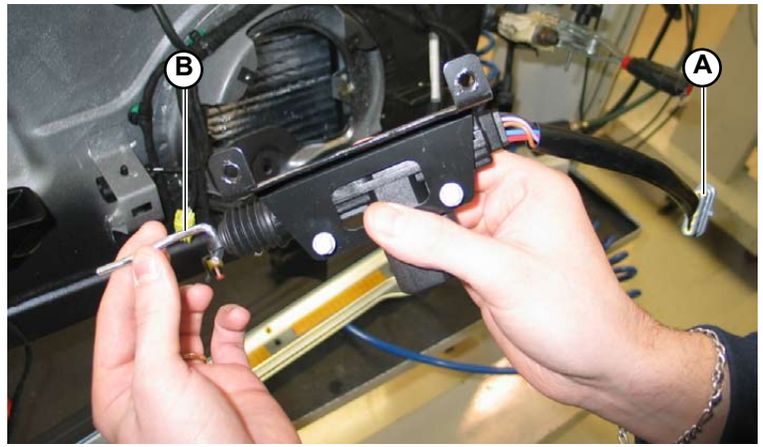

Fig.5
1. Disconnect the actuator connection (**A-Fig.5**).
2. Detach the lock connection linkage (**B-Fig.5**).